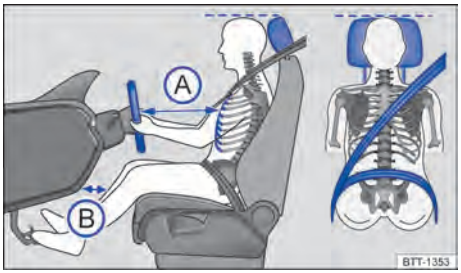

Fig. 21 Distância correta do condutor em relação ao volante, posição correta do cadarço do cinto de segurança e ajuste correto do apoio para cabeça.
- Ajustar o banco de modo que a distância entre o volante e o tórax tenha no mínimo 25 cm → Fig. 21 Ⓐ e que o condutor possa segurar o volante pela borda externa com as duas mãos e os braços ligeiramente flexionados.
– Ajustar o banco do condutor na direção longitudinal de modo que os pedais possam ser acionados com as pernas ligeiramente arqueadas e a distância para o painel de instrumentos na área do joelho seja de, no mínimo, 10 cm → Fig. 21 Ⓑ.
– Ajustar o apoio para cabeça de modo que a sua borda superior se encontre preferencialmente na mesma linha da parte superior da cabeça → Fig. 21 – porém não abaixo da altura dos olhos. Posicionar a parte posterior da cabeça o mais perto possível do apoio para cabeça.